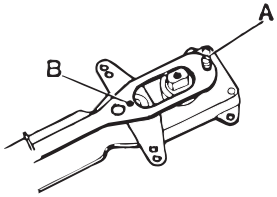

Fig. 4
- Flytta skruv och rulle från A till B, fig. 4.